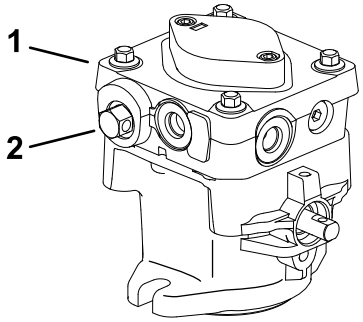

Figur 14
2. Åbn omløbsventilerne ved at dreje dem med uret fra 1 til 2. Derved får hydraulikvæsken mulighed for at løbe uden om pumperne, så hjulene kan dreje (Figur 14).